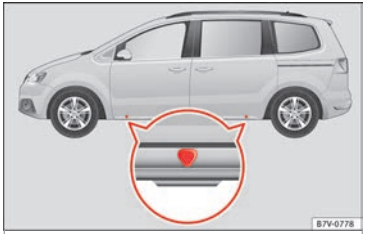
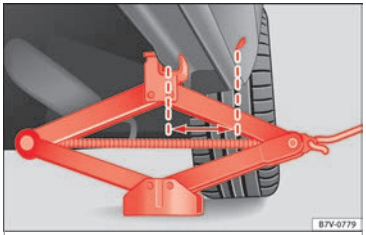

Afb. 69 Steunpunten voor de krik.
Afb. 70 Krik aan de achterkant links van de wagen geplaatst.
De wagenkrik alleen onder de aangegeven steunpunten (markeringen op de carrosserie) plaatsen ››› **afb. 69**. De markering geeft de positie van de steunpunten **onder** de wagen aan. De steunpunten bevinden zich in de nerven **achter** de voorrand ››› **afb. 70**. Steeds het steunpunt gebruiken dat met het te verwisselen wiel overeenkomt ››› ⚠.
6. Zoek onder de wagen het steunpunt voor de krik ››› **afb. 69** dat het dichtst bij het wiel ligt dat verwisseld moet worden.
8. Let erop dat de voet van de krik in zijn geheel stevig op de grond steunt en dat deze precies onder het steunpunt staat ››› **afb. 70**.
9. Centreer de krik en draai hem met de slinger verder omhoog totdat de klauw de rand onder de wagen omvat ››› **afb. 70**.
moet vastzitten en de verstevigingsrand op de bodem van de wagen omvatten ››› afb. 70.